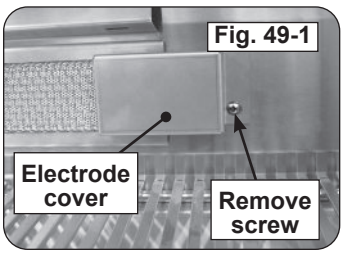

Fig. 49-1
3. Remove the electrode cover by first removing the screw, sliding the cover to the right, then outward. See Fig. 49-1.